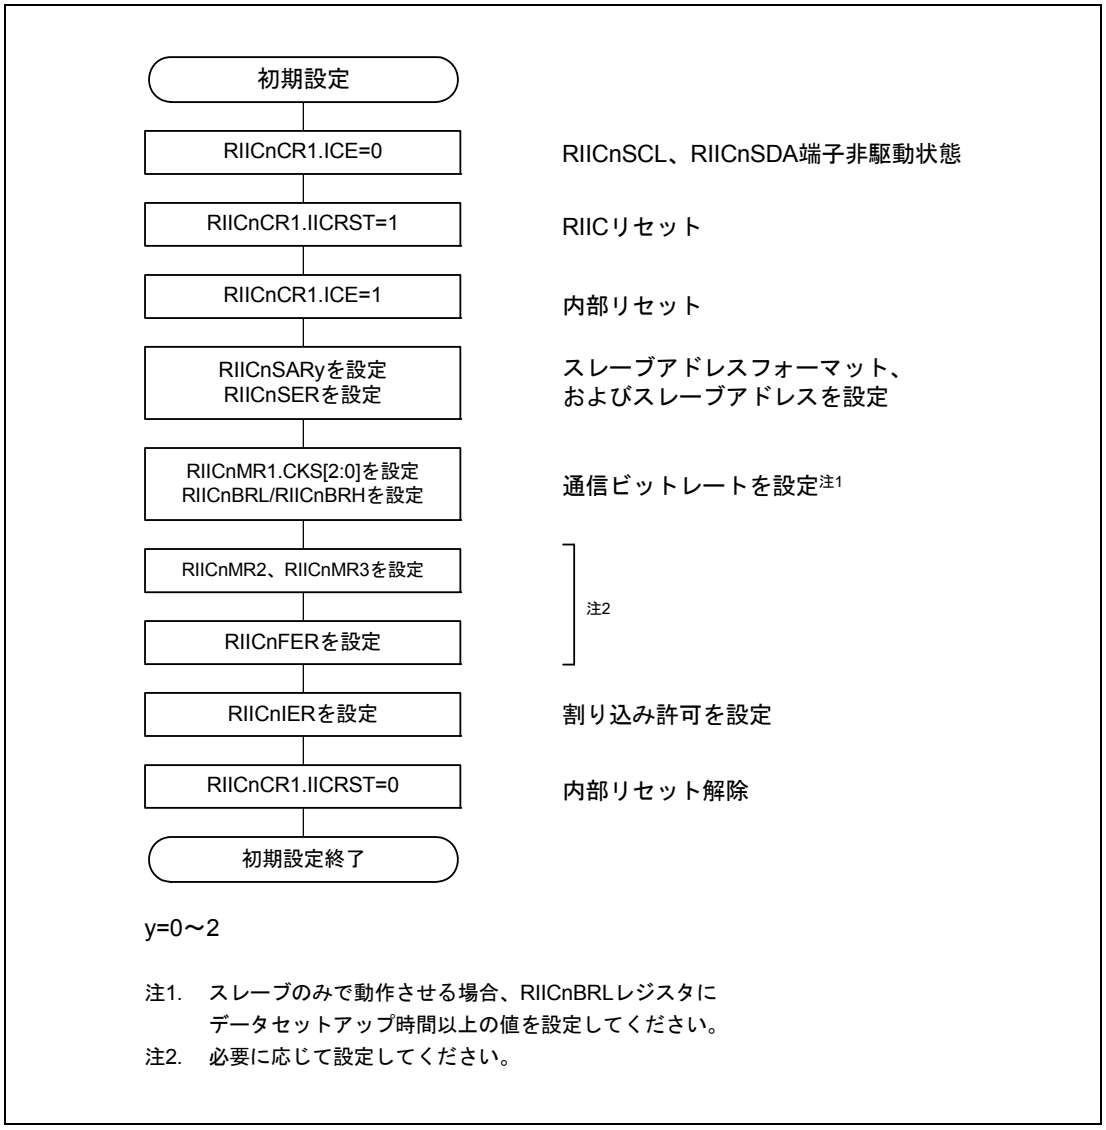

図 19.5 RIIC の初期化フローチャート例
データの送信／受信を開始する場合、**図 19.5** に示す手順に従って RIIC を初期化してください。本初期設定は RIIC 起動時に 1 度設定してください。
(1) RIICnCR1.ICE ビットを “0”（RIICnSCL、RIICnSDA 端子非駆動状態）にしたまま RIICnCR1.IICRST ビットを “1”（RIIC リセット）にした後、RIICnCR1.ICE ビットを “1”（内部リセット）にします。これにより RIICnSR1 レジスタの各フラグや内部状態の初期化を行います。その後、RIICnSARy、RIICnSER、RIICnMR1、RIICnBRH、RIICnBRL レジスタ (y = 0 ～ 2) を設定し、その他のレジスタは必要に応じて設定してください（RIIC の初期設定については**図 19.5** 参照）。必要なレジスタの設定が終了したら、RIICnCR1.IICRST ビットを “0”（リセット解除）にしてください。すでに RIIC の初期化が完了している場合、この手順は不要です。
(2) RIICnCR2.BBSY フラグを読んでバスが解放状態であることを確認した後、RIICnCR2.ST ビットに “1” を書きます（スタートコンディション発行要求）。RIIC はスタートコンディション発行要求を受け付けると、スタートコンディションを発行します。RIIC はスタートコンディションを検出すると BBSY フラグ、RIICnSR2.START フラグを自動的に “1” にし、ST ビットを自動的に “0” にします。このとき ST ビットが “1” の状態で自分が出した SDA 信号と SDA ラインの状態がずれることなくスタートコンディションを検出した場合、RIIC は ST ビットによるスタートコンディション発行が正しく行われたと認識し、RIICnCR2.MST, TRS ビットを自動的に “1” にしてマスタ送信モードになります。また RIICnSR2.TDRE は、MST ビット = 1 かつ TRS ビット = 1 により自動的に “1” になります。
(3) RIICnSR2.TDRE フラグが “ 1 ” であることを確認した後、RIICnDRT レジスタに送信データ（スレーブアドレスと R/W# ビット）を書いてください。RIICnDRT レジスタに送信データを書くと TDRE フラグは自動的に “0” になり、RIICnDRT レジスタから RIICnDRS レジスタにデータが転送されて、再び TDRE フラグが “1” になります。R/W# ビットを含むスレーブアドレスの送信が完了すると、送信された R/W# ビットにより自動的に TRS ビットが変更され送信モード／受信モードが選択されます。RIIC は R/W# ビット = 0 を受信すると、引き続きマスタ送信モードの状態を継続します。
(2) RIICnCR2.BBSY フラグを読んでバスが解放状態であることを確認した後、RIICnCR2.ST ビットに “1” を書きます（スタートコンディション発行要求）。RIIC はスタートコンディション発行要求を受け付けると、スタートコンディションを発行します。RIIC はスタートコンディションを検出すると BBSY フラグ、RIICnSR2.START フラグを自動的に “1” にし、ST ビットを自動的に “0” にします。このとき ST ビットが “1” の状態で自分が出した SDA 信号と SDA ラインの状態がずれることなくスタートコンディションを検出した場合、RIIC は ST ビットによるスタートコンディション発行が正しく行われたと認識し、RIICnCR2.MST, TRS ビットを自動的に “1” にしてマスタ送信モードになります。また RIICnSR2.TDRE フラグは、TRS ビット = 1 により自動的に “1” になります。
(3) RIICnSR2.TDRE フラグが “1” であることを確認した後、RIICnDRT レジスタに送信データ（スレーブアドレスと R/W# ビット）を書いてください。RIICnDRT レジスタに送信データを書くと TDRE フラグは自動的に “0” になり、RIICnDRT レジスタから RIICnDRS レジスタにデータが転送されて、再び TDRE フラグが “1” になります。R/W# ビットを含むスレーブアドレスの送信が完了すると、送信された R/W# ビットにより自動的に RIICnCR2.TRS ビットが変更され送信モード／受信モードが選択されます。RIIC は R/W# ビット = 1 を受信すると、9 クロック目の立ち上がりで TRS ビットを “0” にしてマスタ受信モードに移行します。このとき TDRE フラグは “0” に、RIICnSR2.RDRF フラグは自動的に “1” になります。
(1) **図 19.5** に示す手順で RIIC を初期設定してください。すでに RIIC の初期化が完了している場合、この手順は不要です。初期設定完了後、RIIC はスタートコンディションを検出する BBSY フラグ、RIICnSR2.START フラグを自動的に “1” にし、ST ビットを自動的に “0” にします。
(2) RIIC はスレーブアドレスが一致した場合、SCL クロックの 9 クロック目の立ち上がりで該当する RIICnSR1.GCA, AASy ビット（y = 0 ～ 2）のいずれかを “1” にし、SCL クロックの 9 クロック目のアクノリッジビットに RIICnMR3.ACKBT ビットに設定した値を返信します。このとき受信した R/W# ビットが “1” のとき、RIICnCR2.TRS ビットおよび RIICnSR2.TDRE フラグを “1” にし、自動的にスレーブ送信モードに切り替わります。
(3) RIICnSR2.TDRE フラグが “1” であることを確認した後、RIICnDRT レジスタに送信データを書いてください。このとき、RIICnFER.NACKE ビットが “1” の状態でマスタデバイスからアクノリッジがなかった（NACK を受信した）場合、RIIC は次の通信動作を中断します。
(4) RIICnSR2.NACKF フラグが “1” になるか、または最終送信データを RIICnDRT レジスタに書いた後、RIICnSR2.TDRE フラグが “1” の状態で、RIICnSR2.TEND フラグが “1” になるまで待ってください。RIICnSR2.NACKF フラグが “1” または TEND フラグが “1” の場合、RIIC は 9 クロック目の立ち下がり以降 SCL ラインを Low にホールドします。
(5) RIICnSR2.NACKF フラグが “1” または RIICnSR2.TEND フラグが “1” の場合、終了処理のため RIICnDRR レジスタをダミーで読んでください。これにより SCL ラインを開放します。
(6) RIIC はストップコンディションを検出すると、RIICnSR1.GCA, AASy ビット (y = 0 ～ 2)、RIICnSR2.TDRE、TEND フラグ、RIICnCR2.TRS ビットを自動的に “0” にし、スレーブ受信モードに移行します。また、ストップコンディション検出により、RIICnSR2.STOP フラグが “1” になります。
(7) RIICnSR2.STOP フラグが “1” であることを確認した後、次通信のために RIICnSR2.NACKF、STOP フラグを “0” にしてください。
(2) RIIC はスレーブアドレスが一致した場合、RIIC は SCL クロックの 9 クロック目の立ち上がりで該当する RIICnSR1.GCA, AASy ビット (y = 0 ～ 2) のいずれかを “1” にし、SCL クロックの 9 クロック目のアクノリッジビットに RIICnMR3.ACKBT ビットに設定した値を返信します。このとき受信した R/W# ビットが “0” なら、スレーブ受信モードの状態を継続し、RIICnSR2.RDRF フラグを “1” にします。
(3) RIICnSR2.STOP フラグが “0” で、かつ RIICnSR2.RDRF フラグが “1” であることを確認したら、最初の 1 回目は RIICnDRR レジスタをダミーで読んでください（なお、ダミーで読んだ受信データは 7 ビットアドレスフォーマット時にスレーブアドレス＋ R/W# ビット、10 ビットアドレスフォーマット時は下位 8 ビットアドレスになります)。
(4) RIICnDRR レジスタを読むと RIIC は RIICnSR2.RDRF フラグを自動的に “0” にします。なお、RIICnDRR レジスタの読み出しが遅れて、RDRF フラグが “1” になった状態で次のデータを受信すると、RIIC は RDRF フラグが " 1” になるタイミングの 1 つ手前の SCL クロック立ち下がりで SCL ラインを Low にホールドします。この Low ホールドは RIICnDRR レジスタを読むことで解除され RIIC は SCL ラインを開放します。RIICnSR2.STOP フラグが “1” で、かつ RIICnSR2.RDRF フラグが “1” の場合、または全データ受信が完了するタイミングで RIICnDRR レジスタを読んでください。
(5) RIIC はストップコンディションを検出すると、RIICnSR1.GCA, AASy ビット (y = 0 ～ 2) を自動的に “0” にします。また、ストップコンディション検出により、RIICnSR2.STOP フラグが “1” になります。
(6) RIICnSR2.STOP フラグが “1” であることを確認した後、次通信のために RIICnSR2.STOP フラグを “0” にしてください。